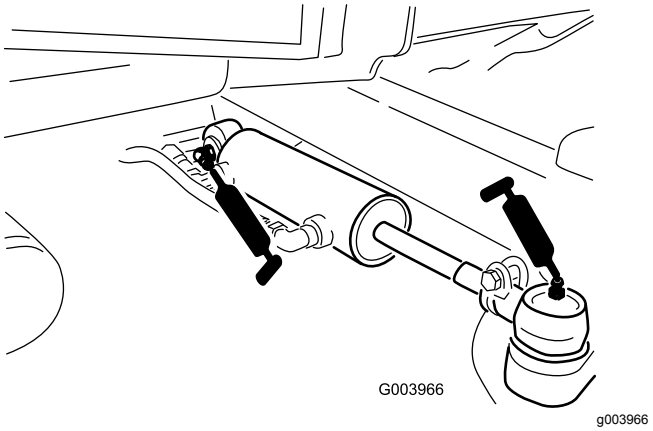

Figur 47
- Styrcylinderns kulleder (2) (Figur 47)